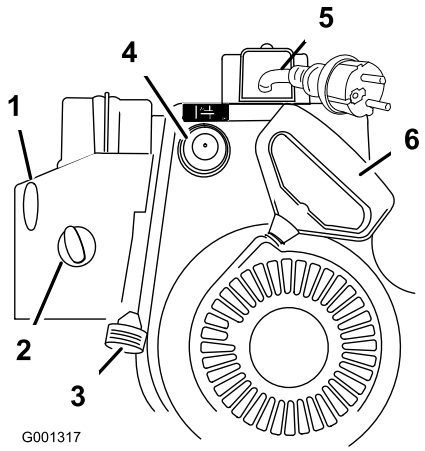

Figura 20
7. Avviate lo spazzaneve usando l'avviatore autoavvolgente o l'avviamento elettrico (Figura 20).